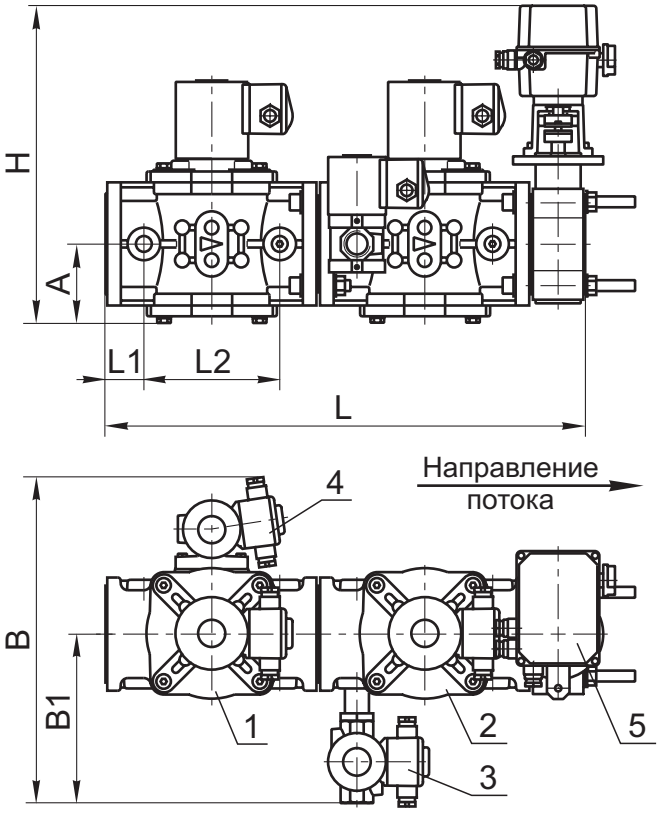

Рис. 10-82
Блок (рис. 10-82, 10-83) состоит из следующих основных узлов и деталей:
- справа по ходу газа (рис. 10-82);